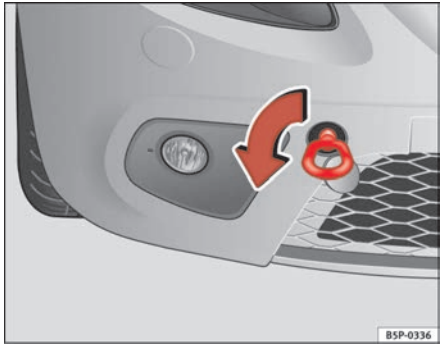
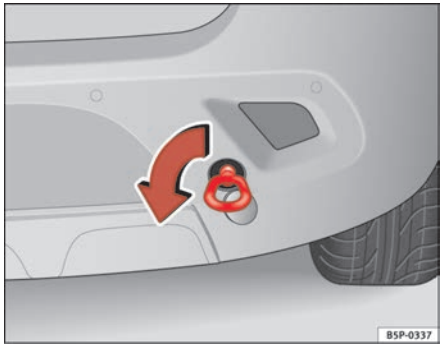

Fig. 199 The front right section of the vehicle: Fitting the front towing eye
Fig. 200 Fitting the towing eye to the rear of the vehicle
– Screw the towing eye as shown by the arrow *anti-clockwise* to the limit position in the front ⇒ fig. 199 or rear ⇒ fig. 200 threaded hole. ■